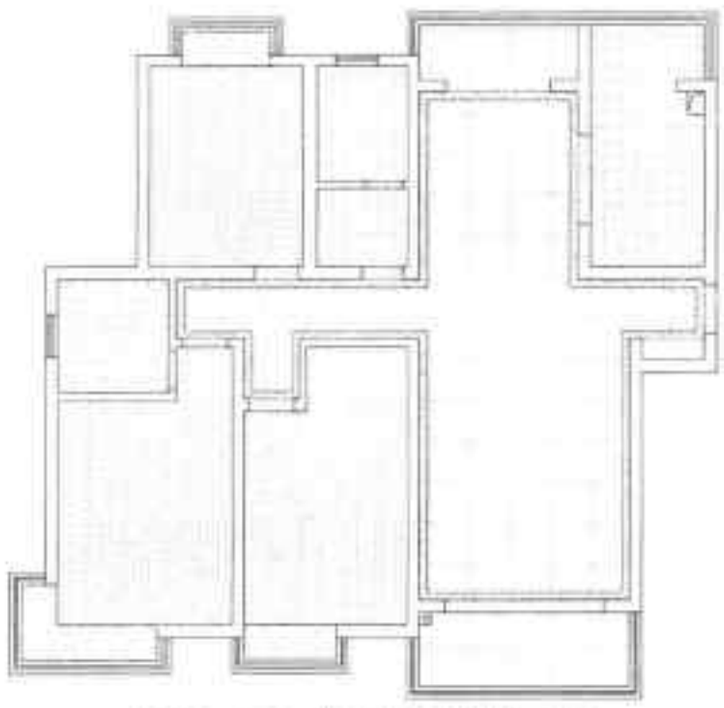

图19-52 填充多段线区域
Step 09 执行“填充”命令，选择“ANSI-38”图案，设置比例为 20，选择多段线区域填充，如图 19-52 所示。